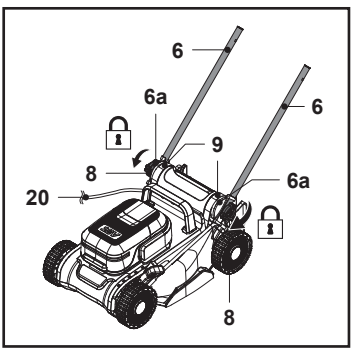

**Fig. 2**
3. Alinee la placa del regulador (6a) con el soporte del manillar (9) y, a continuación, apriete el mando de bloqueo (8) (Fig. 2) para asegurar la barra inferior del manillar (6).
4. Repita el procedimiento de montaje anterior con la otra barra inferior del manillar (6).
5. Asegúrese de que el cable de control (20) pase por la parte superior de la barra inferior del manillar (6).